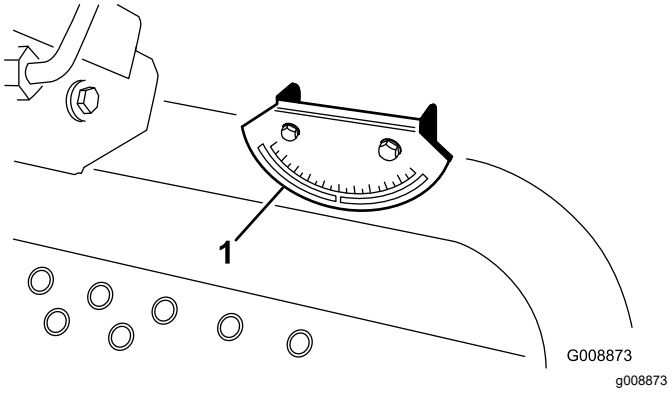

Rysunek 6
2. Sprawdź ręcznym inklinometrem (dostarczanym z maszyną) umieszczonym na poprzecznej belce ramy obok zbiornika paliwa, czy maszyna stoi płasko (Rysunek 6). Odczytywany z fotela operatora inklinometr winien wskazywać zero.